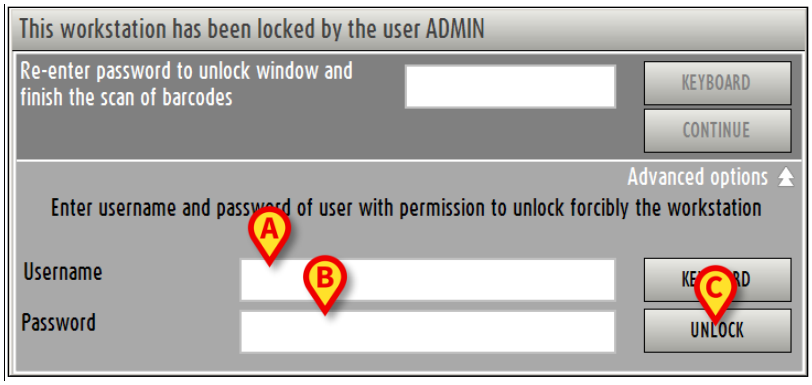

Fig 31 - Advanced options
The window changes in the following way (Fig 31).
- Insert the username of the new user in the “Username” field (Fig 31 **A**).
- Insert the password of the new user in the “Password” field (Fig 31 **B**).
- Click **Unlock** (Fig 31 **C**).